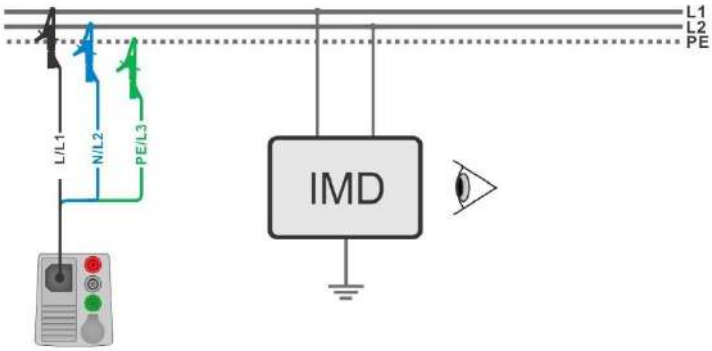
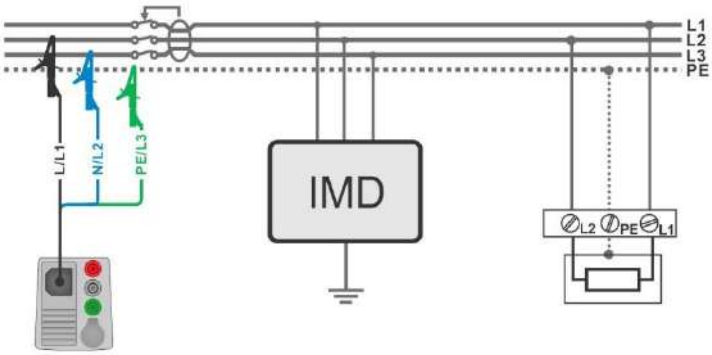

Figure 7.112: Measurement of highest First fault leakage current with 3-wire test lead
Figure 7.113: Measurement of First fault leakage current for RCD protected circuit with 3-wire test lead
- Connect 3-wire test lead to the object under test, see ***Figure 7.112*** and ***Figure 7.113***.